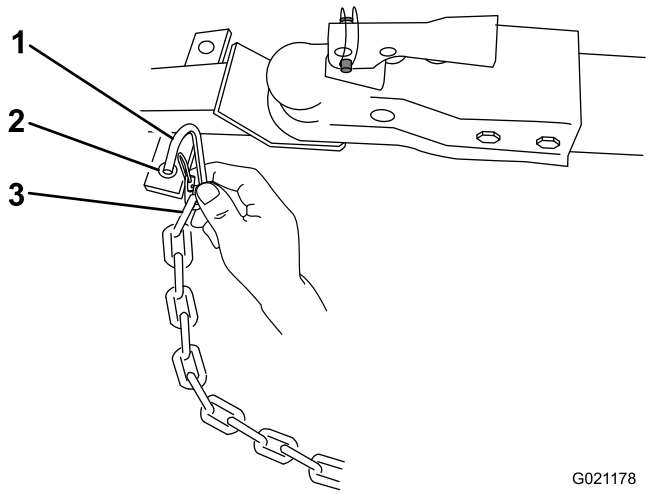

Figura 26
3. Conecte cada tramo de cadena al punto de montaje de la cadena de seguridad del vehículo de remolque con los conectores (Figura 26).